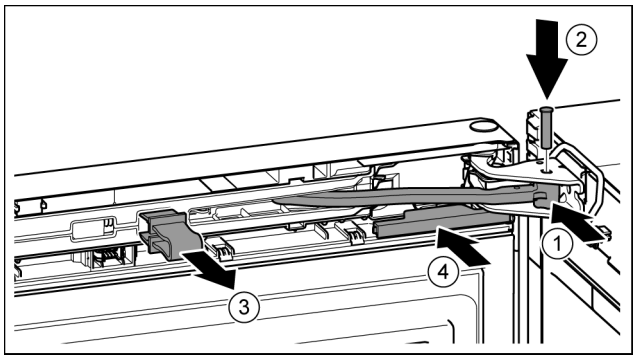

Fig. 22
- ▶ Gire la articulación en el soporte de cojinete. *Fig. 22 (1)*
- ▶ Introduzca el perno en el soporte de cojinete y la articulación. Preste atención a que el saliente de retención descanse correctamente en la ranura. *Fig. 22 (2)*
- ▶ Retire el seguro. *Fig. 22 (3)*
- ▶ Desplace la cubierta. *Fig. 22 (4)*